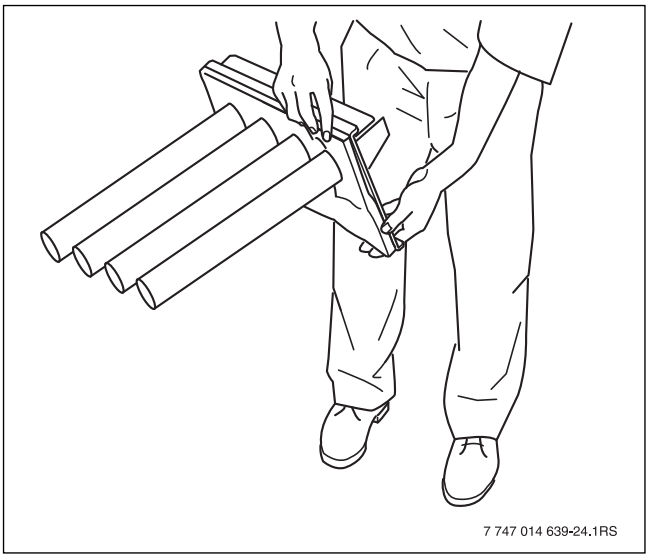

Рис. 48 Опрокидывание горелки
- Переверните горелку, чтобы удалить остатки воды (→ рис. 48).